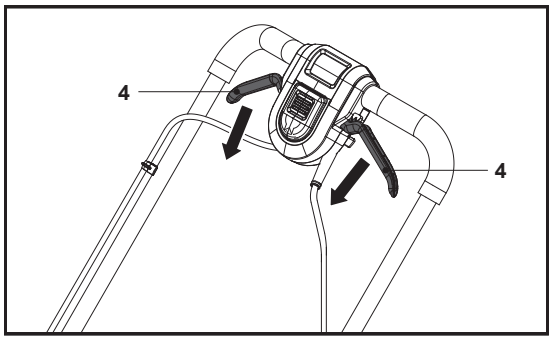

Fig. 15
Relâcher les leviers de démarrage (4) pour arrêter le moteur et la lame de coupe (23) (Fig. 15).